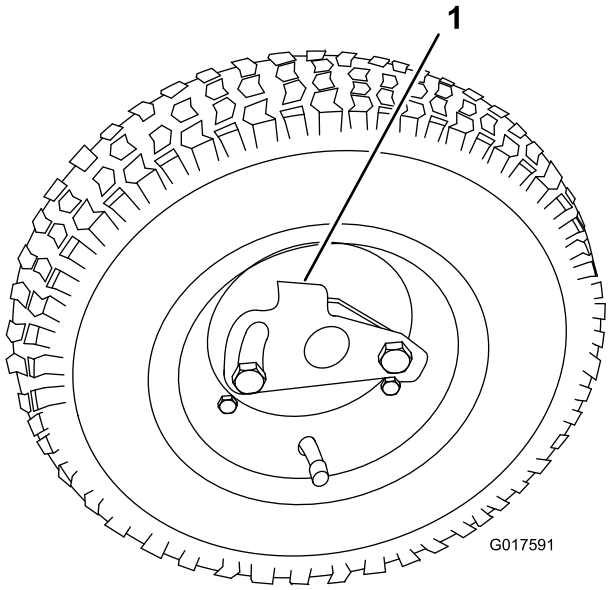

**Figur 10**
2. Trykk hjulets låseklemme mot midten av hjulet, og før hjulet på hjulakselen (Figur 10).